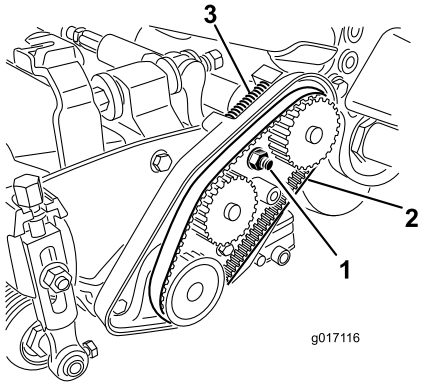

Figur 42
A. Løsne monteringsmutteren på lagerhuset (Figur 42).
C. Rengjør eventuelle rester fra innsiden av remrommet og fra området rundt kompresjonsfjæren (Figur 42).